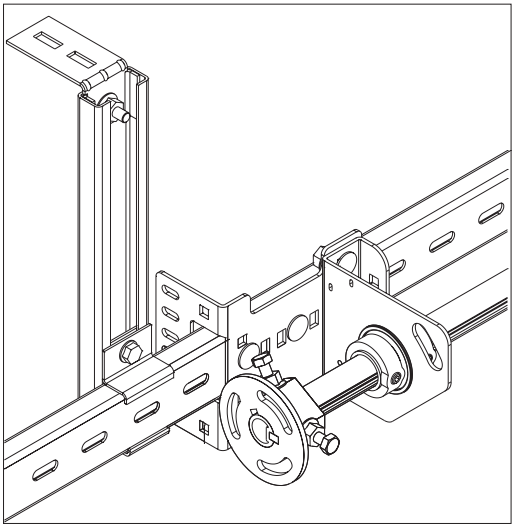

*Рис.23.4*
2) смонтировать подвес и установить его рядом с промежуточным суппортом (рис.23.4).